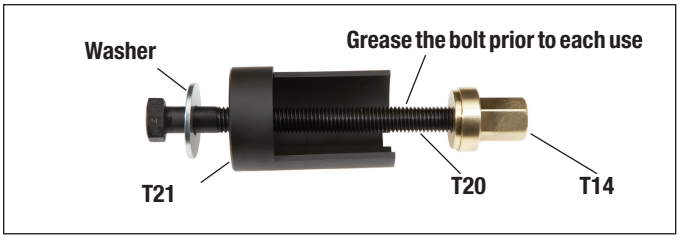

Figure 74 – Short Guide Pin Removal Tool
5.6.16 *Use the tool combination shown in Figures 74 and 75* (comprising T14, T20, T21, and a washer) to remove the bushing (6). Screw nut (T14) onto the assembly by hand, then tighten the bolt (T20) using a box end wrench to draw out the bushing. Discard the removed bushing, and verify that the bore is clean by wiping with a shop cloth.